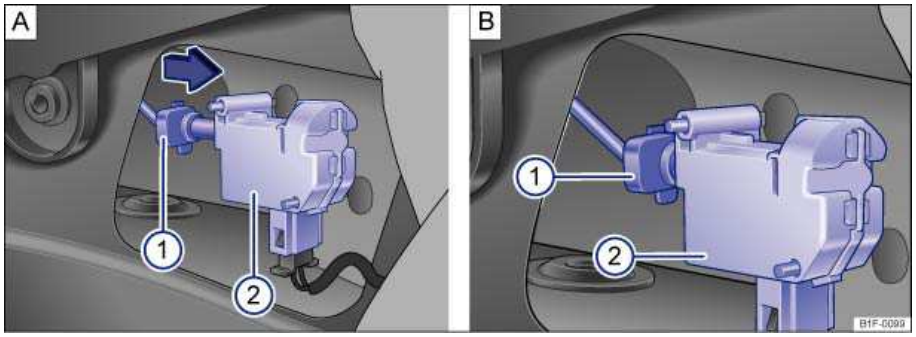

Fig. 170 Right side of luggage compartment: Emergency release of fuel filler flap.
- Pull release pin ⇒fig. 170 **A** (1) in the direction of the arrow towards the housing (2). The fuel filler flap is released when release flange ⇒fig. 170 **B** (1) is pushed or pulled in the direction of the servo housing (2).